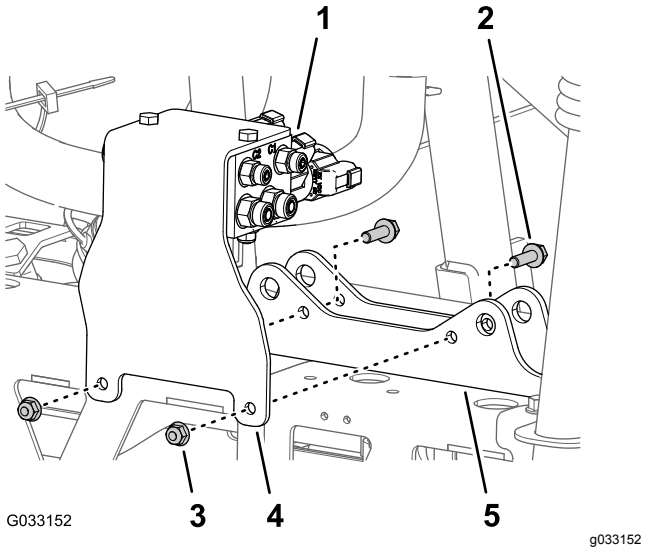

Figur 67
3. Ta bort de två flänslåsmuttrar (5/16 tum) och två flänsskruvar (5/16 x 1 tum) som fäster stödfästet för sprutrampslyftens grenrör på cylinderfästet, och ta bort grenröret och fästet från maskinen (Figur 67).